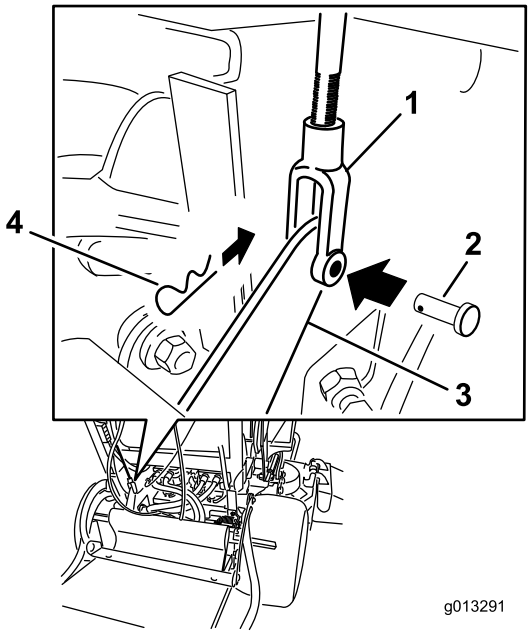

Figure 63
4. Pour régler le frein, retirez la goupille fendue et l'axe de chape du levier de frein inférieur et de la chape (Figure 63).
7. Fixez la chape au levier de frein inférieur avec la goupille fendue et l'axe de chape (Figure 63).